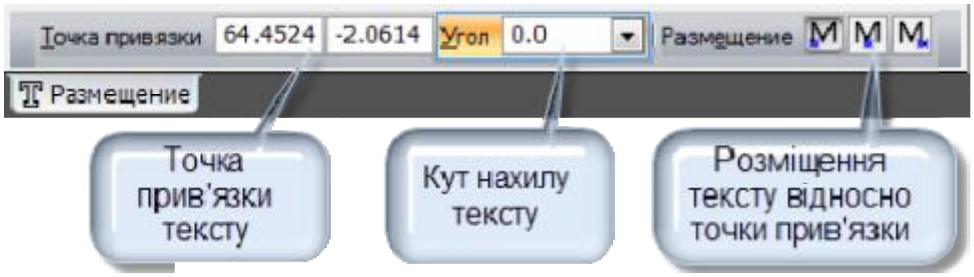

Рисунок 8.2– Панель параметрів розміщення тексту.
8) При введені тексту важливо обрати його розмір з врахуванням вимог ДСТУ. При вмиканні функції введення тексту, з'явиться панель розташування тексту (рис. 8.2).
14) При введені тексту важливо обрати його розмір (щоб текст був не занадто великий, або не занадто малий). При вмиканні функції введення тексту, з'явиться панель розташування тексту (рис. 8.2).